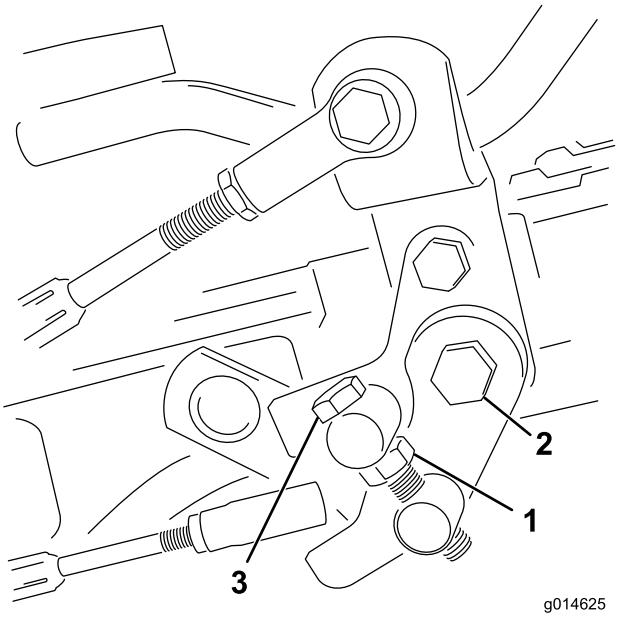

**Figur 49**
1. Løsn kontramøtrikken på trækbøjlen (Figur 49).
4. Tilspænd kontramøtrikken på tappens maskinskrue og møtrikken på pedalens drejetap for at låse justeringen (Figur 49). Kontroller justeringen, og juster som påkrævet.